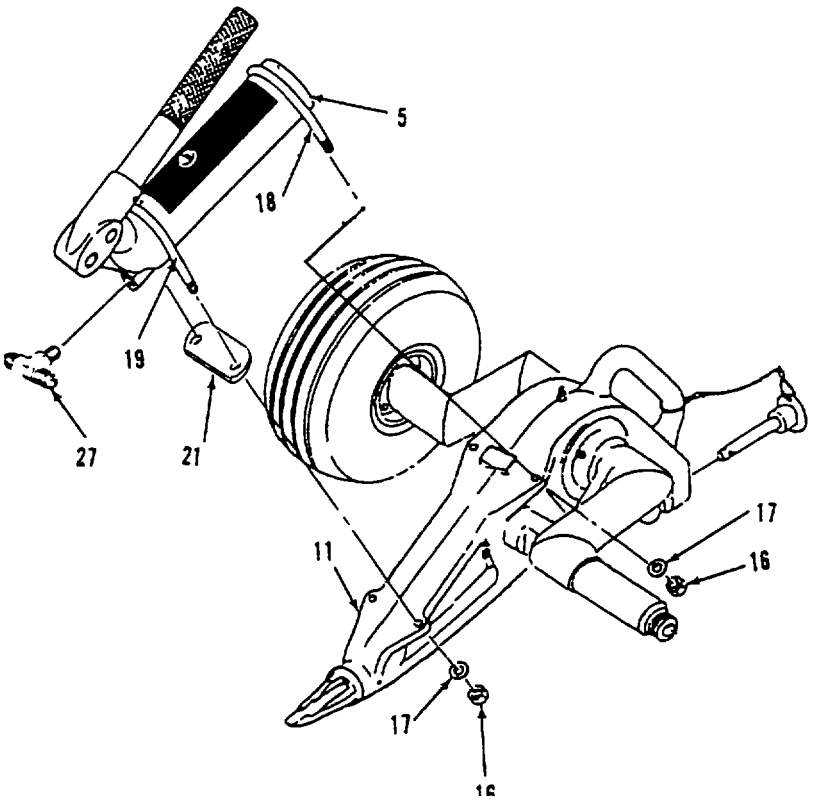

Figure 3-13. Hydraulic Pump, Part No. BU0953B
The Hydraulic Pump Assembly is group number 0101 in the MAC. This procedure is applicable to Ground Handling Wheels Assembly, Model 214-706-104-101. Two types of hydraulic pump may be installed on this model of the Ground Handling Wheels Assembly. The older version pump has part number BU0953B and is not repairable. The new version pump has part number 61780 and is repairable. An older version pump that is defective, will be replaced with the new version upon failure. An older version pump, that is removed as part of a disassembly procedure, will be reinstalled if not defective. The numbers in parenthesis refer to figure 3-13 or 3-14.
3. Disconnect both hose assemblies from tee fitting (27) installed in pump metering valve, and drain fluid into drip pan.
4. Remove tee fitting (27) from reducer/metering valve in pump, and retain for installation in replacement pump.
5. Refer to figure 3-13 and remove pump (5), with part number BU0953B, as follows:
a. Remove four nuts (16) and four washers (17) from the U-bolts (18 & 19).
b. Remove two U-bolts (18 & 19) and plate spacer (21).
c. Grasp pump (5) and lift from cradle assembly (11).
2. Refer to figure 3-13 and Install the Hydraulic Pump (5), with part number BU09538, using following steps.
a. Position hydraulic pump (5) on cradle assembly (11) until it is centered over four mounting holes in cradle.
b. Install spacer (21) under pump at front, install U-bolt (19) over pump body (5) and insert through holes in spacer and cradle; attach U-bolt with washers (17) and nuts (16).
c. Install U-bolt (18) over pump body (5) and Insert through holes in cradle; attach U-bolt with washers (17) and nuts (16).
d. Install tee fitting (27), wrapped with Teflon Tape (item 8, Appendix D), in reducer/metering valve in pump.
e. Connect hose assemblies to both sides of tee fitting (27), but do not tighten completely at this time.
Refer to figure 3-13 or 3-14 and perform fill and bleed procedure of hydraulic system as follows: